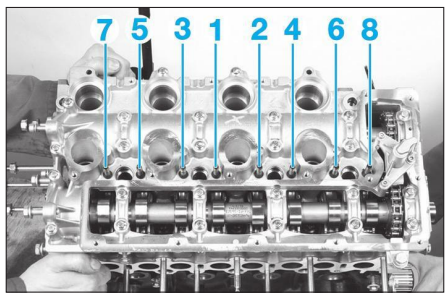

**Fig. 59**
• Poser les colonnettes de fixation des injecteurs et les serrer dans l'ordre indiqué **(Fig.59)**.